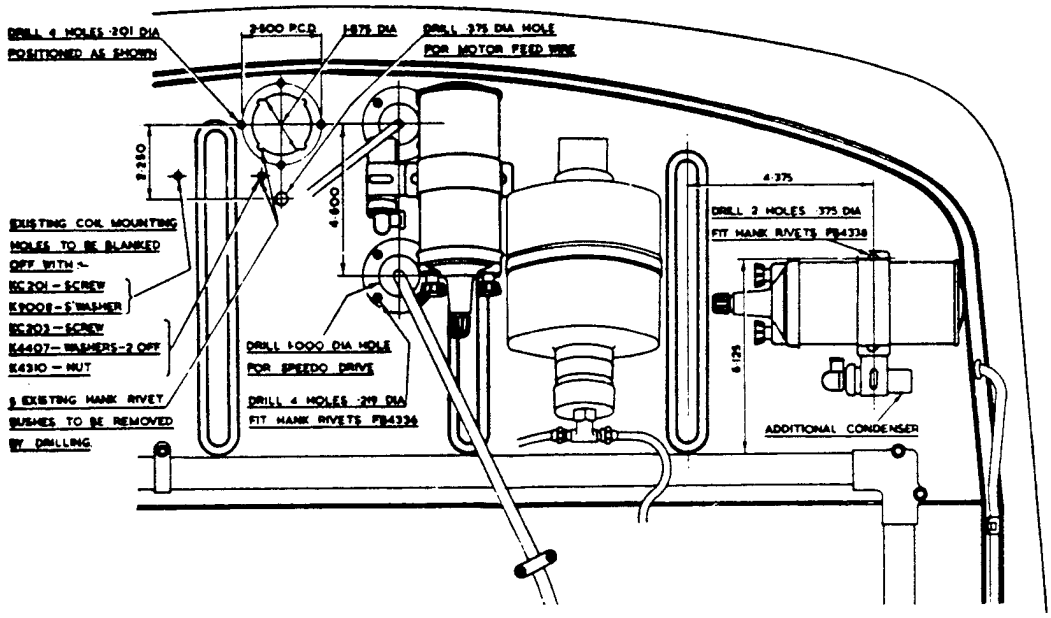

FIG. 4. INSTRUCTIONS FOR DRILLING DASH.
5) Remove the four setscrews retaining the metal speedometer grommet retaining ring on the engine side of the dash, disconnect the cable from the instrument and then withdraw the cable, rubber grommet and metal ring into the engine compartment. Drill out the existing Hank rivets round the original cable aperture, enlarge this to 1.875" dia., and then drill four equally spaced holes 0.201" dia. round the hole as shown in Fig. 4.
6) Refit the speedometer cable through the dash by marking off and drilling a hole 1.00" dia. at a point 4.600" directly below the centre of the left-hand aperture carrying the thermometer capillary tube as shown in Fig. 4.
7) On chassis where both ignition coils are mounted side by side on the dash above the engine, the right-hand coil should be removed and then refitted on the left-hand side below the Chassis Name Plate as shown in Fig. 4, using the two Hank rivets provided. Fit the additional radio suppressor below the coil as shown, and connect the wire to the INPUT (or lower) terminal. Drill out the original left-hand coil bracket Hank rivet bush, and then drill another hole in the position shown for the demister motor feed wire grommet.